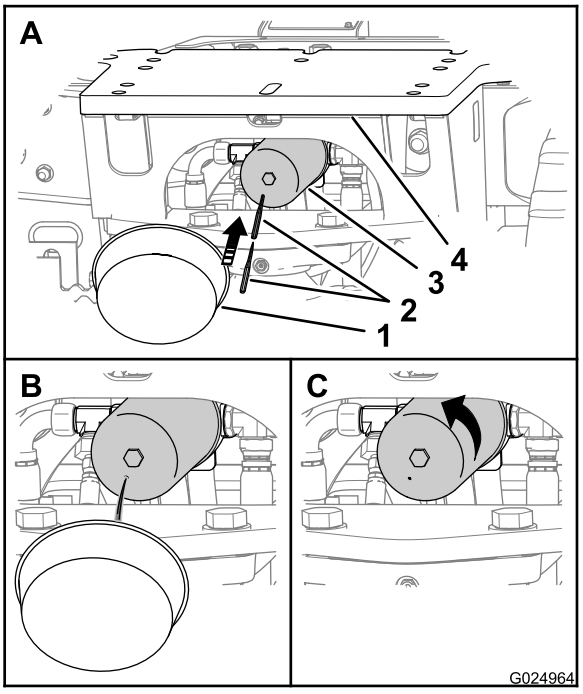

Figura 111
Nota: É possível acessar o filtro de retorno hidráulico por baixo da placa traseira de implemento da máquina (Figura 111).
1. Posicione um recipiente sob o filtro de retorno hidráulico (Figura 111).
2. Perfure o fundo do filtro de retorno hidráulico, escoando o fluido hidráulico residual para o recipiente (Figura 111).
3. Gire o filtro de retorno hidráulico no sentido anti-horário, removendo-o (Figura 111).